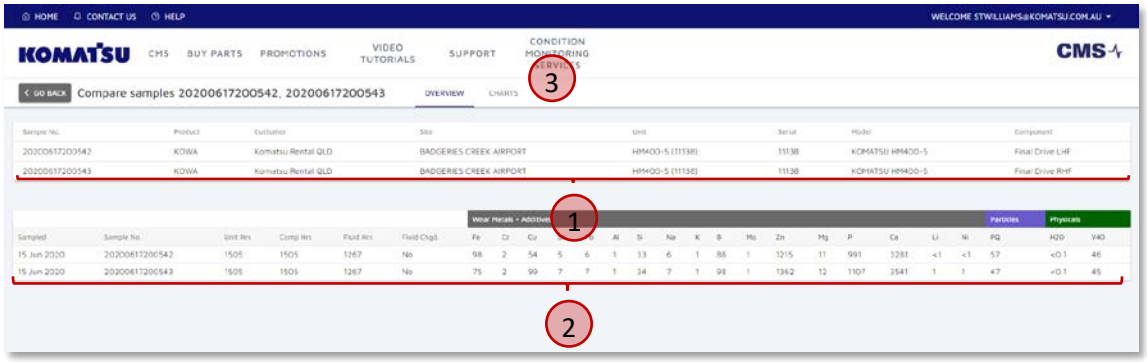
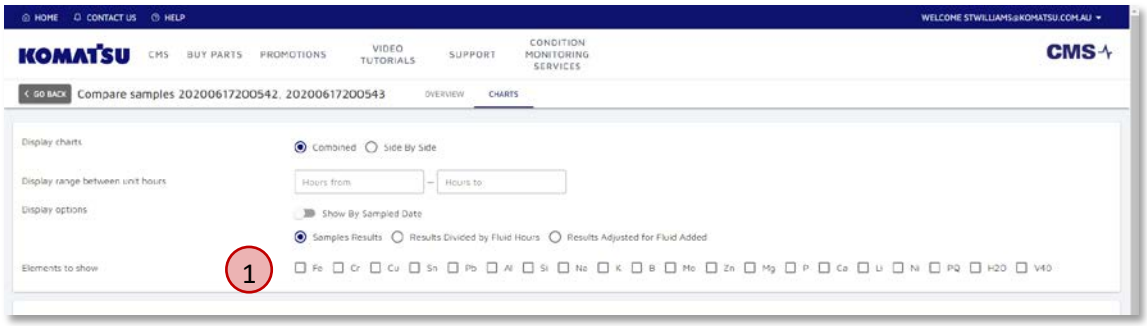

Figure 3.21 Compare Samples – Overview
Figure 3.22 Compare Samples - Charts
Once we are comparing samples, we are first shown the overview page, displaying our selected sample's information (Figure 3.21). This will show us 2 sections:
1. Details of each sample, including the site, unit and components (① in Figure 3.21)
2. Sample results, including numerical values for each test item (② in Figure 3.21).
We are also provided the option to chart the trends of these samples against each other. Click on the Charts tab (③ in Figure 3.21), which will then display us a page like Figure 3.22.
The comparison charts function similarly to the charts for a single sample (see section 3.2). We can select one or more trends in the 'Elements to show' section (① in Figure 3.22), which will then display the items on the chart.